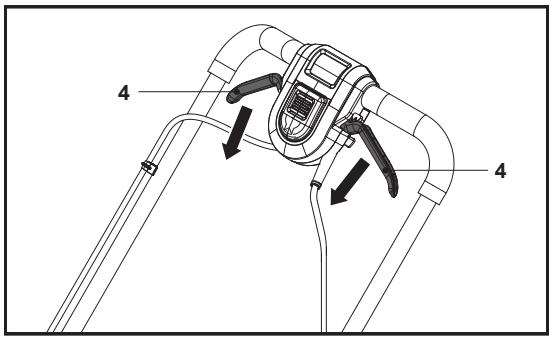

Fig. 15
Release the start levers (4) to stop the motor and cutting blade (23) (Fig. 15).